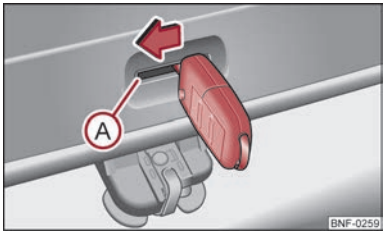

Fig. 15 Emergency unlocking of the tailgate
– Insert the vehicle key or a similar tool into the opening Ⓐ ⇒ Fig. 15 in the lid trim up to the stop.